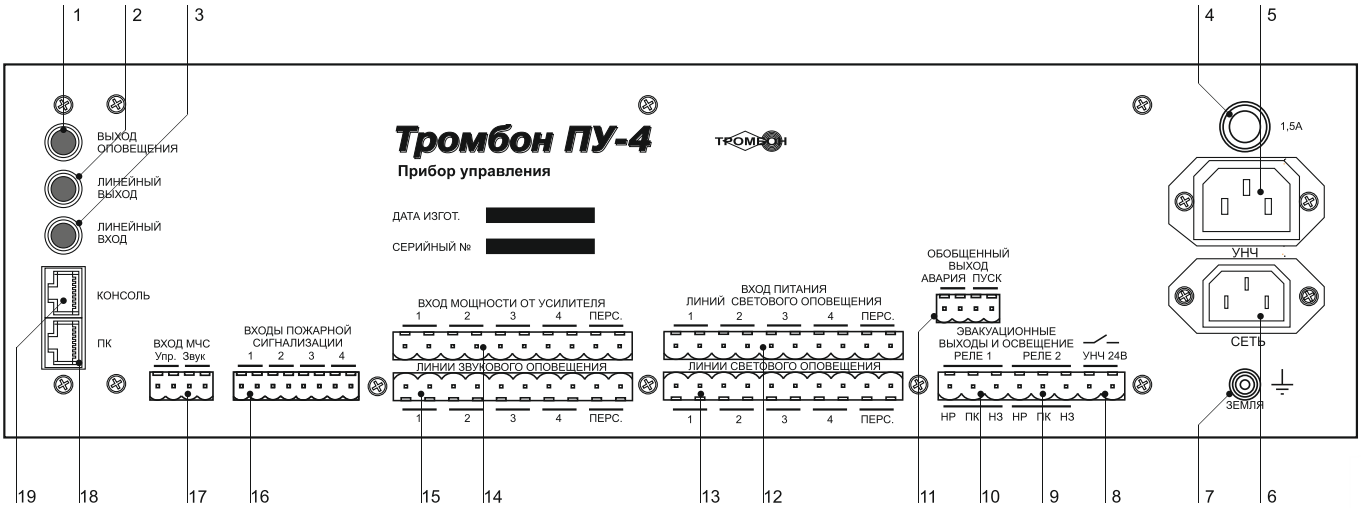

Рис. 2. Прибор управления «Тромбон ПУ-4», вид со стороны задней панели.
5.4.1. Аналоговое подключение через «Входы пожарной сигнализации» (рис. 2, поз. 16).
5.4.2. Цифровое подключение к сопряженной комплексной системе безопасности выполняется через последовательный порт «ПК» кабелем «Витая пара» (интерфейс RS485 рис. 2 поз. 18). Назначение контактов последовательного порта «ПК» приведено в Приложении 3.
Прибор имеет специальный «Вход МЧС» (рис. 2, поз. 17). Вход предназначен для стыковки с блоком централизованного запуска системы оповещения МЧС (БЦЗ системы П-166 или аналогичными). Вход выполнен в виде 4-х контактного разъема. К данному разъему подключены логический вход управления прибора (реагирующий на замыкание контактов) и вход звукового сигнала (уровень 0,775В).
5.6. Подключение удаленных консолей. Для подключения консолей на задней панели ПУ расположен специальный порт «Консоль» (рис. 2, поз. 19).
- Разъем «Линейный вход» (рис. 2, поз. 3) предназначен для подключения к прибору источника музыкальных программ. Вход стереофонический, используется только в режиме звукового вещания. Максимальное входное напряжение сигнала на данном входе – 250 мВ.
- Разъем «Выход оповещения» (рис. 2, поз. 1) предназначен для подключения звуковых сигналов от прибора к входу «Оповещения» усилителя мощности. Сопротивление входа усилителя должно быть не менее 600 Ом. Максимальное напряжение звукового сигнала на данном выходе прибора – не более 250 мВ. Схема подключения к усилителю мощности приведена в Приложении 6.
- Разъем «Линейный выход» (рис. 2, поз. 2) предназначен для подключения стереофонических звуковых сигналов от прибора к входам усилителей мощности. Выход используется при необходимости реализации на объекте стереофонического вещания, например, для озвучивания кафе. Напряжение звукового сигнала на данном выходе не более 250 мВ.
- Разъем «Линии звукового оповещения» (рис. 2, поз. 15) предназначен для подключения линий связи со звуковыми оповещателями. Всего прибор имеет пять выходов. Первые 4 выхода предназначены для четырех зон общего оповещения, пятый выход «Перс.» предназначен для зоны первоочередного
- Разъем «Вход мощности от усилителя» (рис. 2, поз.14) предназначен для подключения звуковых сигналов с выходов усилителей мощности. У прибора имеется 5 независимых входов (по одному для каждой зоны). К данным входам прибора допускается подключение усилителей мощности с выходными напряжениями от 15 до 240В, в зависимости от характеристик выбранных звуковых оповещателей. Прибор позволяет использовать для разных зон разные усилители, а также выходы усилителя с различными напряжениями. Схема подключения линий звукового оповещения и выходов усилителей мощности к прибору управления «Тромбон ПУ-4» приведена в Приложении 6.
- Разъем «Вход питания линий светового оповещения» (рис. 2, поз. 12) предназначен для подключения источников питания для световых оповещателей. В приборе допускается подключение для разных линий оповещения различных источников питания с напряжениями от 12В до 230В, в зависимости от выбранных типов световых оповещателей. Схема подключения источников питания и световых оповещателей к ПУ приведена в Приложении 7.
- Разъемы «Линии светового оповещения» (рис. 2, поз. 13) предназначен для подключения линий связи со световыми оповещателями. прибор обеспечивает контроль исправности линий связи. Контроль исправности может быть отключен программно. Схема включения линий светового оповещения приведена в Приложении 7.
5.10. Подключение эвакуационного освещения и замков эвакуационных выходов выполняется через разъем «Эвакуационные выходы и освещение» (рис. 2, поз. 9, 10).
5.12. Разъем «Сеть» (рис. 2, поз 6) предназначен для подключения прибора к сети питания переменного тока 220-230В 50Гц.
5.13. Подключение питания 220-230В на усилитель мощности выполняется через разъем «УНЧ» (рис. 2, поз. 5). Напряжение на этом разъеме появляется при переходе прибора из «Дежурного режима» в режимы «Тревога», «Экстренный запуск», «Трансляция МЧС», «Звуковое вещание» или «Звуковое вещание от удаленной консоли». В зависимости от мощности и количества усилителей в системе оповещения подключение питания к ним возможно двумя способами:
5.14. Подключение резервного питания 24В на усилитель мощности выполняется через разъем «УНЧ 24В» (рис. 2, поз. 8). Контакты этого разъема замыкаются через реле при переходе прибора из «Дежурного режима» в режимы «Тревога», «Экстренный запуск», «Трансляция МЧС» или «Звуковое вещание от удаленной консоли». Для режима «Звуковое вещание» использование источников резервного питания 24В не предусмотрено. Схема управления питанием одного усилителя мощности с одним блоком резервного питания приведена в Приложении 9. Схема управления питанием нескольких усилителей мощности с несколькими блоками резервного питания приведена в Приложении 10.
Звуковые сигналы, подаваемые на «Линейный вход» прибора (рис. 2, поз 3), коммутируются на два выхода: «Выход оповещения» (рис. 2, поз. 1) и «Линейный выход» (рис. 2, поз 2).
1) получением «Командного сигнала» от ППКП (замыкания) на любом из «Входов пожарной сигнализации» прибора (рис. 2, поз 16) или срабатыванием пожарных извещателей на шлейфах, подключенных к этим входам;
2) поступлением «Командного сигнала» от ППКП или сопряженной с прибором комплексной системы безопасности через последовательный порт «ПК» (специальная команда с информацией о возгорании в конкретной зоне) (рис. 2, поз. 18);